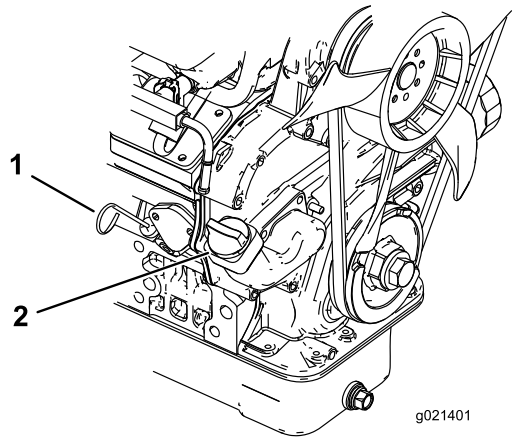

**Figur 20**
2. Ta ut oljestickan (Figur 20) och torka av den med en ren trasa. Sätt ned oljestickan i röret och se till att den sitter fast ordentligt. Ta ut oljestickan och kontrollera oljenivån.
3. Om oljenivån är låg tar du bort påfyllningslocket (Figur 20) och fyller på tillräckligt med olja så att nivån når upp till markeringen FULL på oljestickan.